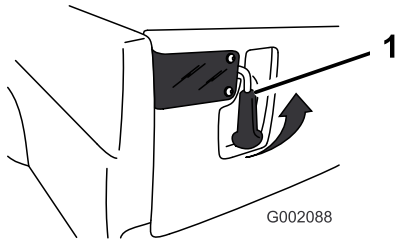

**Figur 17**
1. Öppna flakskyddets spärrhakar genom att skjuta dem utåt och lyfta upp spärrhakarnas handtag (Figur 17). Spärrhakarna kommer att fjädra ut mot flakskyddets mitt. Sänk flakskyddet sakta.